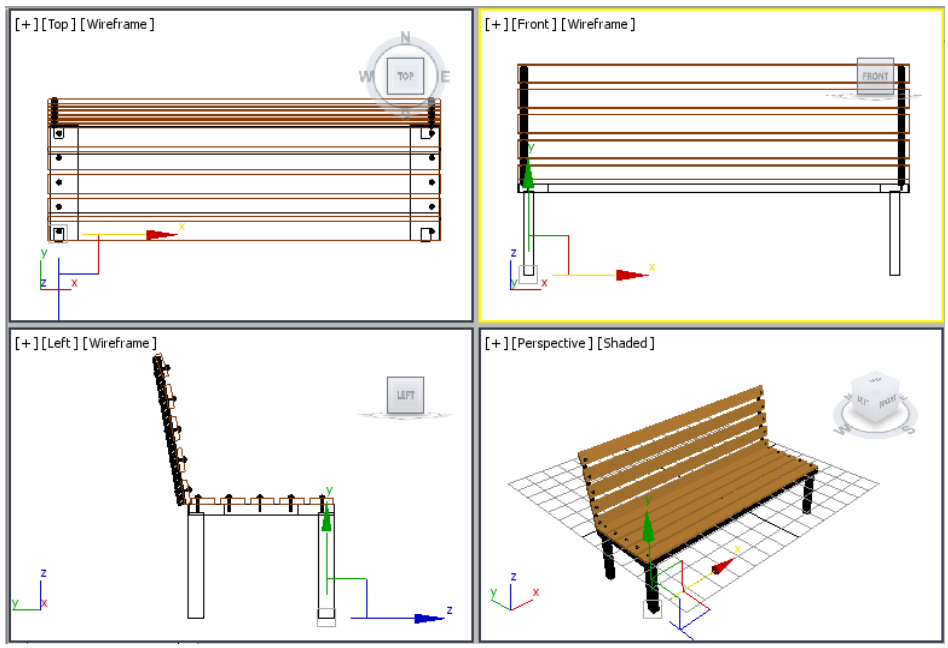

Figure 2-95 *Alignment of legs in viewports*
7. Choose the **Select and Move** tool and align *leg002*, *leg003*, and *leg004* in all viewports, as shown in Figure 2-95.